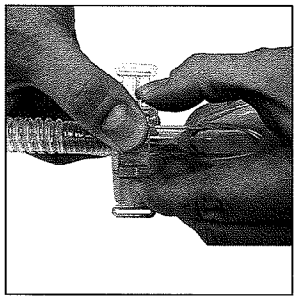

Figure 5
On peut éliminer les fuites du masque et optimiser le confort dans la zone située autour de l'arête du nez en ajustant la position de l'appui frontal (5). L'ensemble masque possède des zones de pression **Figure 5** sur lesquelles on peut presser afin de désengager l'appui frontal et de le détacher du corps du masque (2). La pression de scellage appliquée à la partie supérieure du nez par le coussin du masque peut être ajustée en enlevant l'ensemble appui frontal du corps et en repositionnant